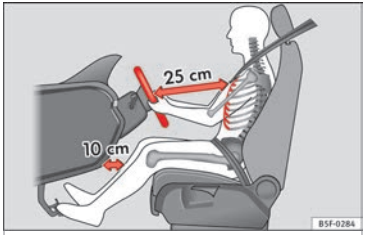
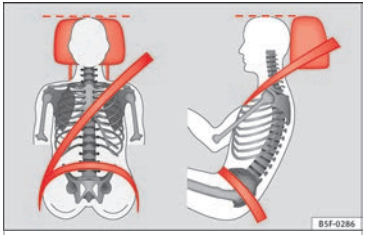

Fig. 64 The proper distance between driver and steering wheel.
Fig. 65 Correct belt web and head restraint positions
- Adjust the seat so that there is a distance of at least 25 cm between the steering wheel and your chest ››› Fig. 64 and so that you can hold the steering wheel with both hands on the outside of the ring at the 9 o'clock and 3 o'clock positions with your arms slightly bent.
- Adjust the driver seat forwards or backwards so that you are able to press the accelerator, brake and clutch pedals to the floor with your knees slightly angled and the distance between your knees and the dash panel is at least 10 cm ››› Fig. 64.
- Adjust the head restraint so that its upper edge is at the same level as the top of your head, or as close as possible to the same level as the top of your head and under no circumstances below eye level. Keep the back of your neck as close as possible to the head restraint ››› Fig. 64 and ››› Fig. 65.
Adjust the correct distance between the driver and the steering wheel ››› Fig. 64 using the controls on the driver seat ››› page 12.